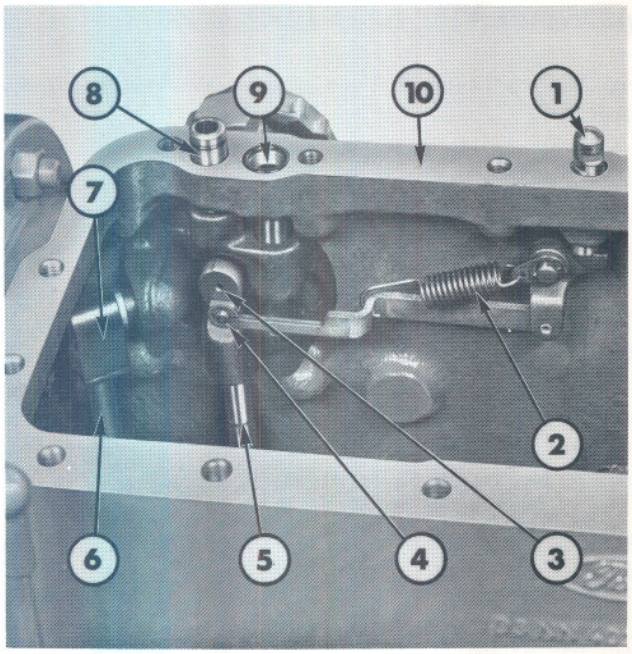

Figure 53
9. Remove the oil exhaust tube clip and disconnect the tube, Figure 53.